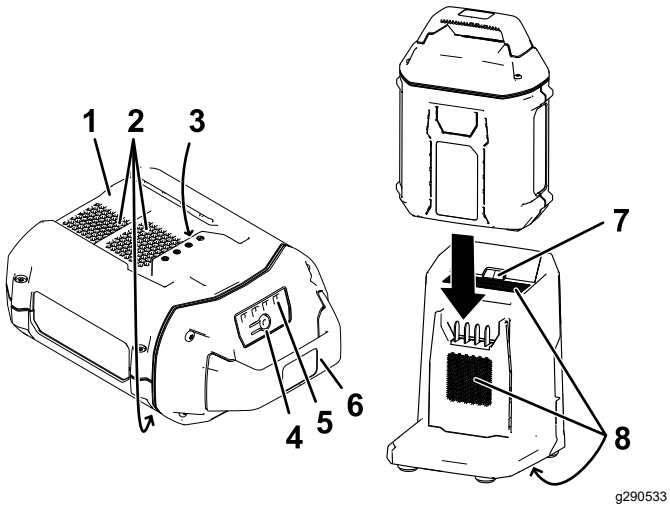

Rysunek 13
2. Ustaw wycięcie w akumulatorze (Rysunek 13) równo z wypustem na ładowarce.
3. Wsuń akumulator na ładowarkę, aby zaskoczył na swoje miejsce (Rysunek 13).